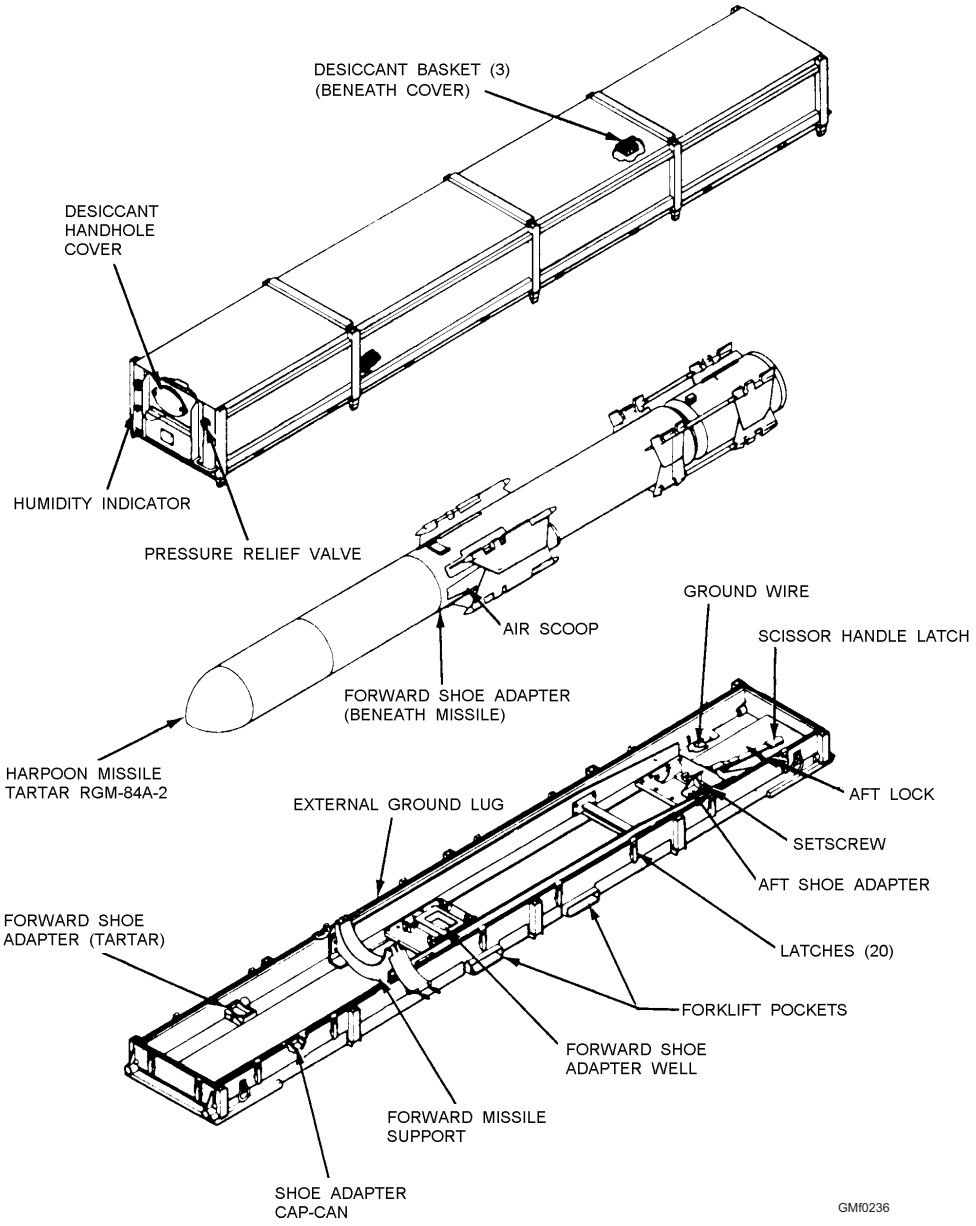

**Figure 2-36.—Mk 632 Mod 0 container for Harpoon missiles.**
**MK 632 CONTAINER**.—The Mk 632 Mod 0 container (fig. 2-36) is used to ship and stow Standard-launched Harpoon missiles. Physically and functionally it is somewhat similar to a Mk 372 container.